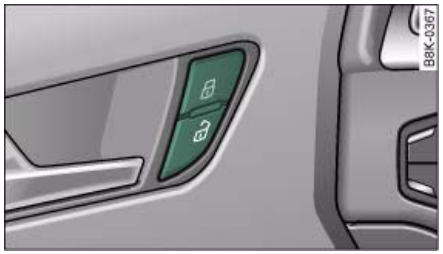

Fig. 41 Driver's door: Central locking switch
– Press the button to unlock the vehicle ⇒ fig. 41.